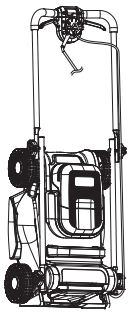

Fig. 21
- Guarde el cortacésped en horizontal o en vertical (Fig. 21).